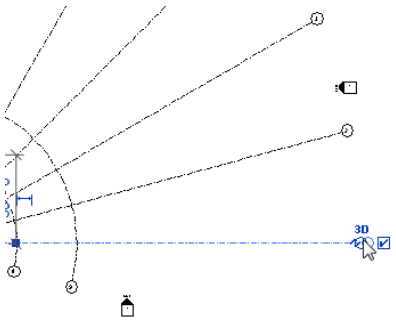

Figure 3-62 *Moving the cursor toward the endpoint*
1. Select the first grid line of the project and then move the cursor toward its endpoint near the grid bubble, as shown in Figure 3-62.